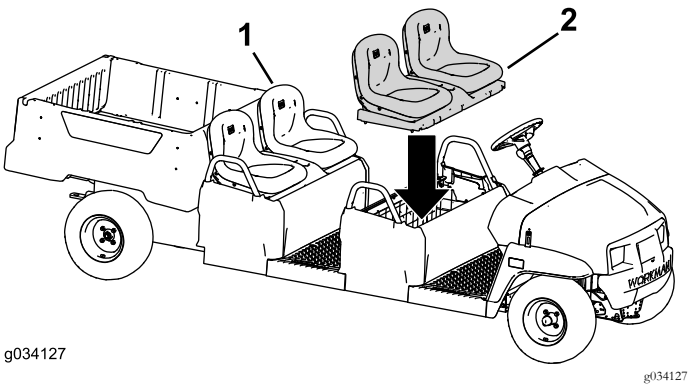

Figuur 99
2. Monteer de originele stoelen op de achterste rij (Figuur 99).
3. Monteer de stoelen op de voorste rij (Figuur 99).